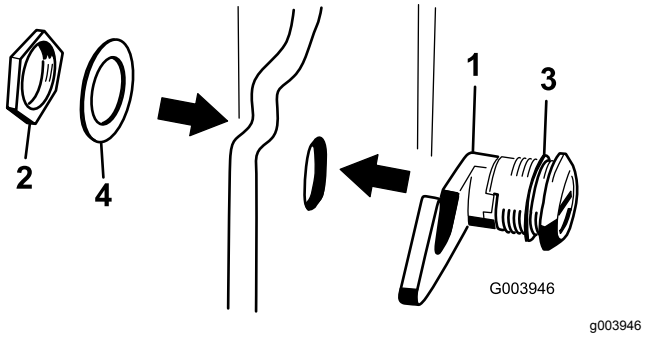

**Figur 17**
3. Demontera muttern från motorhuvsspärren (Figur 17).